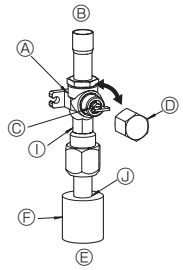
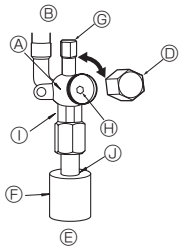

Fig. 4-6
Fig. 4-7
(1) Gasseite (Fig. 4-6)
① Entfernen Sie die Kappe, ziehen Sie den Griff zu sich und drehen ihn zum Öffnen 1/4 Drehung nach links.
② Prüfen Sie, ob das Absperrventil vollständig geöffnet ist, drücken Sie den Griff zurück und setzen Sie dann die Kappe wieder auf und schrauben sie fest.
(2) Flüssigkeitsseite (Fig. 4-7)
① Entfernen Sie die Kappe und drehen Sie die Ventilstange mit einem 4 mm-Sechskantschlüssel bis zum Anschlag gegen den Uhrzeigersinn. Hören Sie auf zu drehen, wenn der Anschlag erreicht ist.